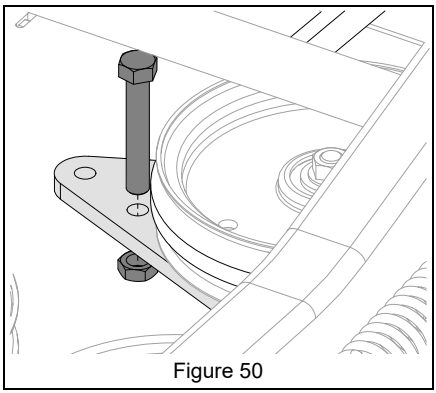

Figure 50
6. Remove belt retainer from idler arm. See Figure 50.
4. Reinstall belt retainer to idler arm. See Figure 50.